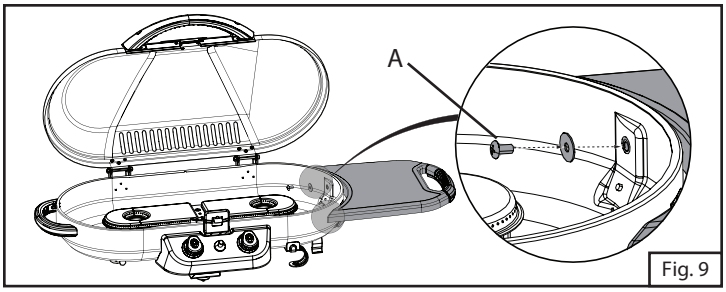

Fig. 9
6. Fixer la table latérale à l'aide de deux rondelles et de deux vis. (Fig. 9)